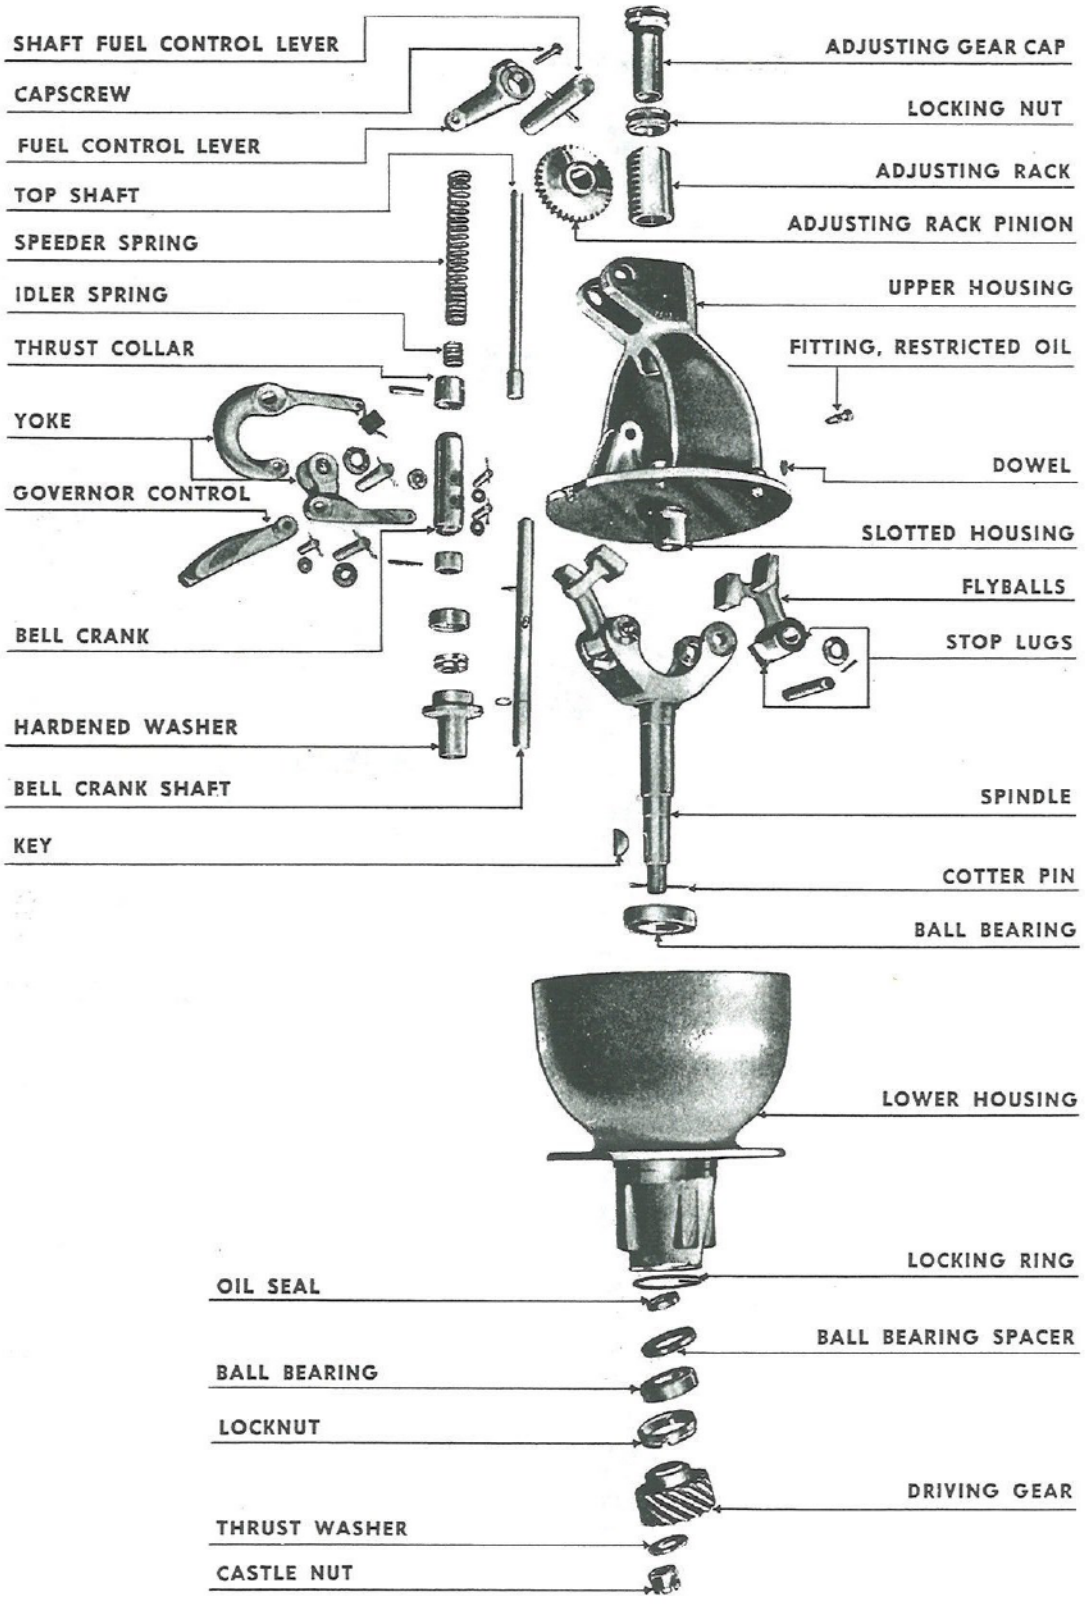
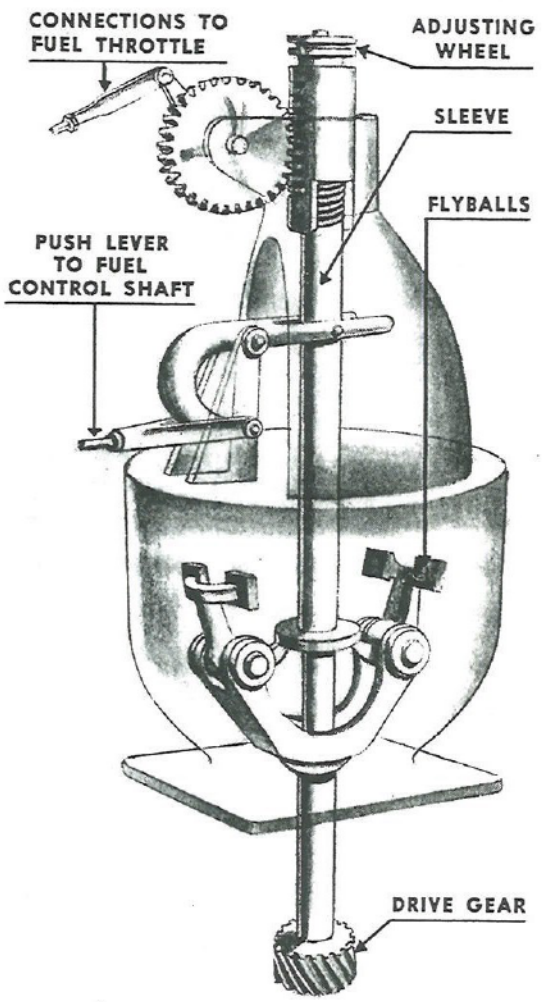

Fig. 40. Fuel Governor Parts (Mechanical)
Fig. 41. Governor, Mechanical, in Idling Position
54. MECHANICAL GOVERNOR. *a.* The parts of the Enterprise engine governor are shown in Fig. 40. Figs. 41, 42 and 43 show how the governor works.
b. Fig. 41 shows the position of the governor when it is holding the fuel injection pumps almost closed or corresponding to idling speed. By setting the throttle to idling speed, the throttle linkage changes the position of the adjusting pinion on the top of the governor so